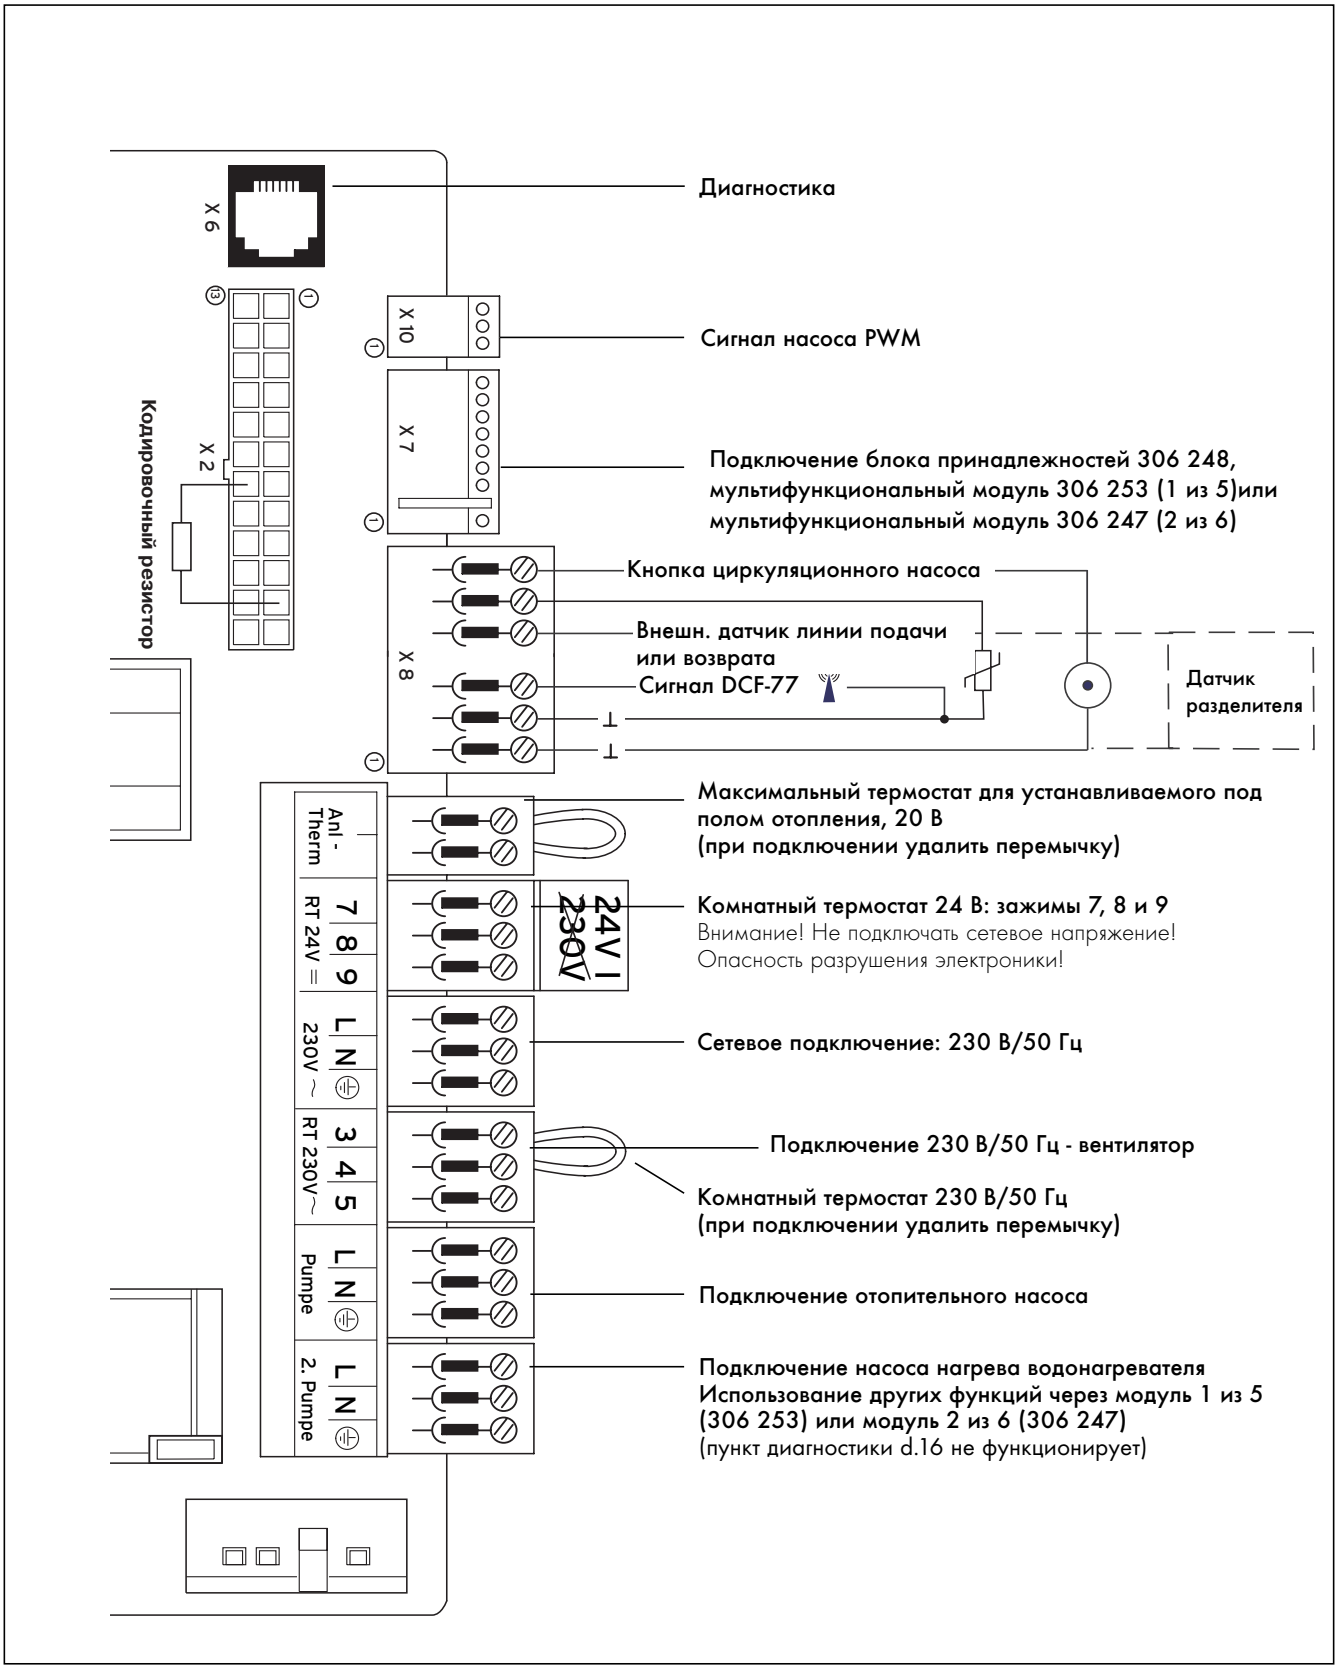

Рис. 4.11 Схема соединений ecoTEC VU 656-7
- Присоедините соединительные кабели, как показано на рис. 4.11/4.12, к соответствующим штекерам ProE и гнездам электроники.